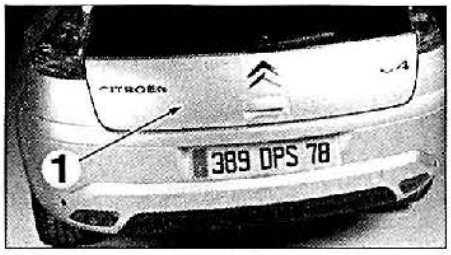

FIG. 86
- el panel exterior (1) **(fig. 86)**.